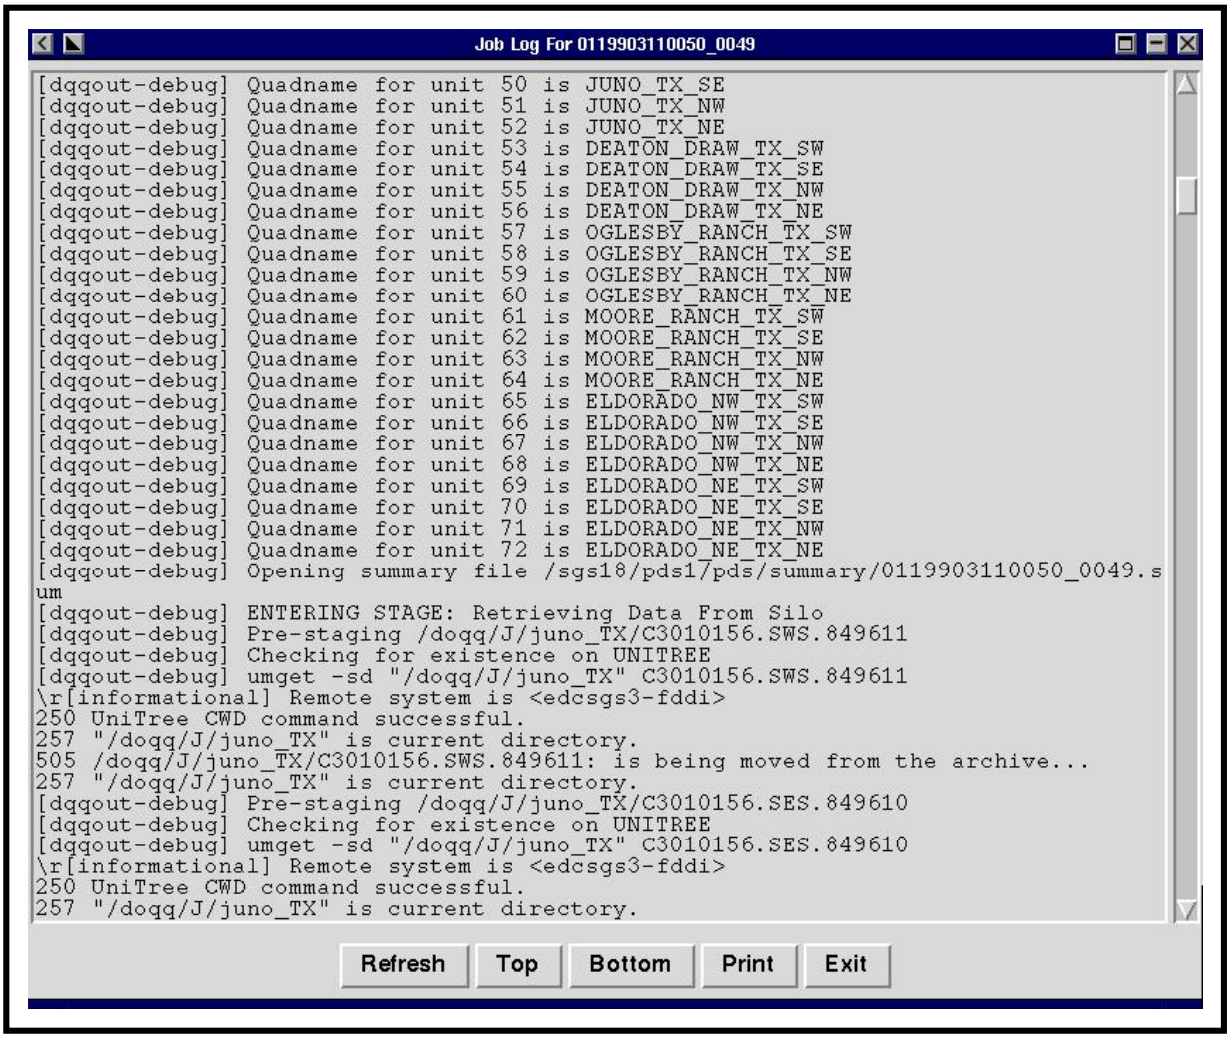

Figure 124. Example of a PDS Job Log
- The log for the selected job is displayed in a text window (refer to the example in Figure 124).